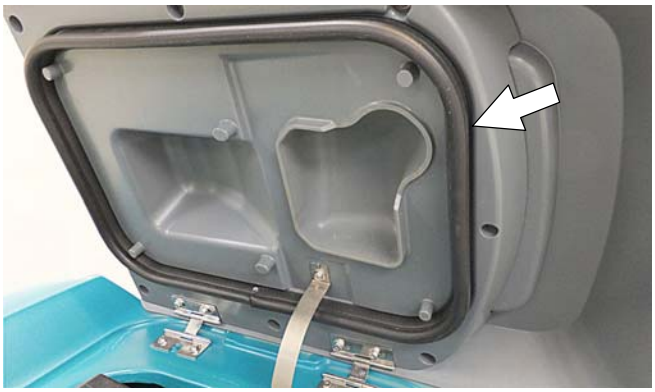

図 112
4. 汚水回収タンク蓋のシールを点検して清掃します（図112）。